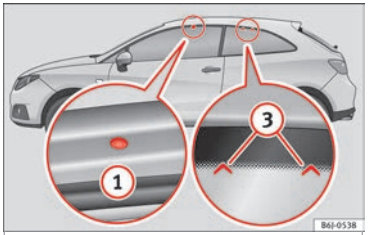

Fig. 151 Ibiza SC model: attachment points for the roof railings for the roof carrier system.
The front attachment points (1) are only visible when the doors are open; the rear attachment points (3) are marked on the top edge of the side window with arrow heads ››› Fig. 151.